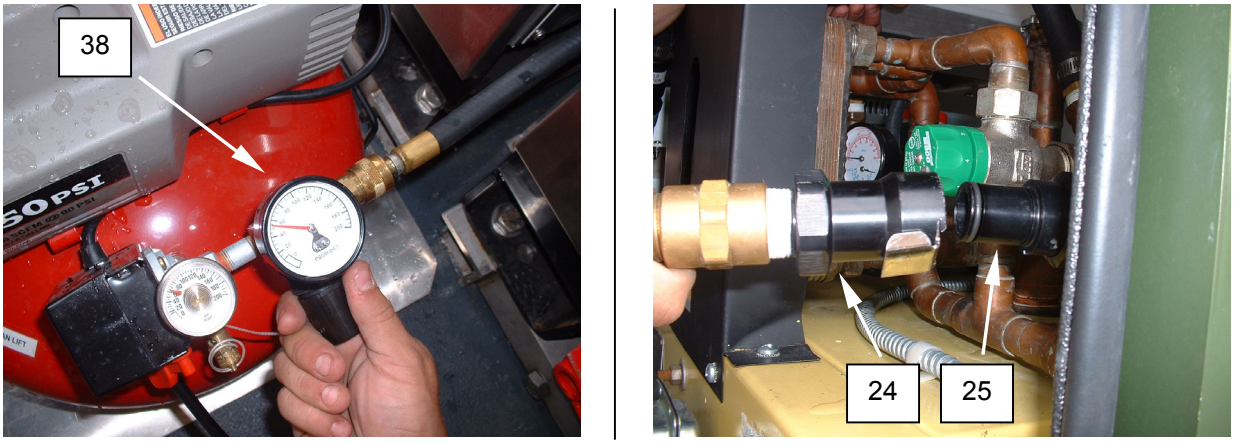

Figure 22. Complete Air Purge.
9. Verify that the air compressor pressure gauge **(Figure 22, Item 38)** reads “0”.
10. Disconnect air compressor hose **(Figure 22, Item 24)** from air purge connector **(Figure 22, Item 25)**.